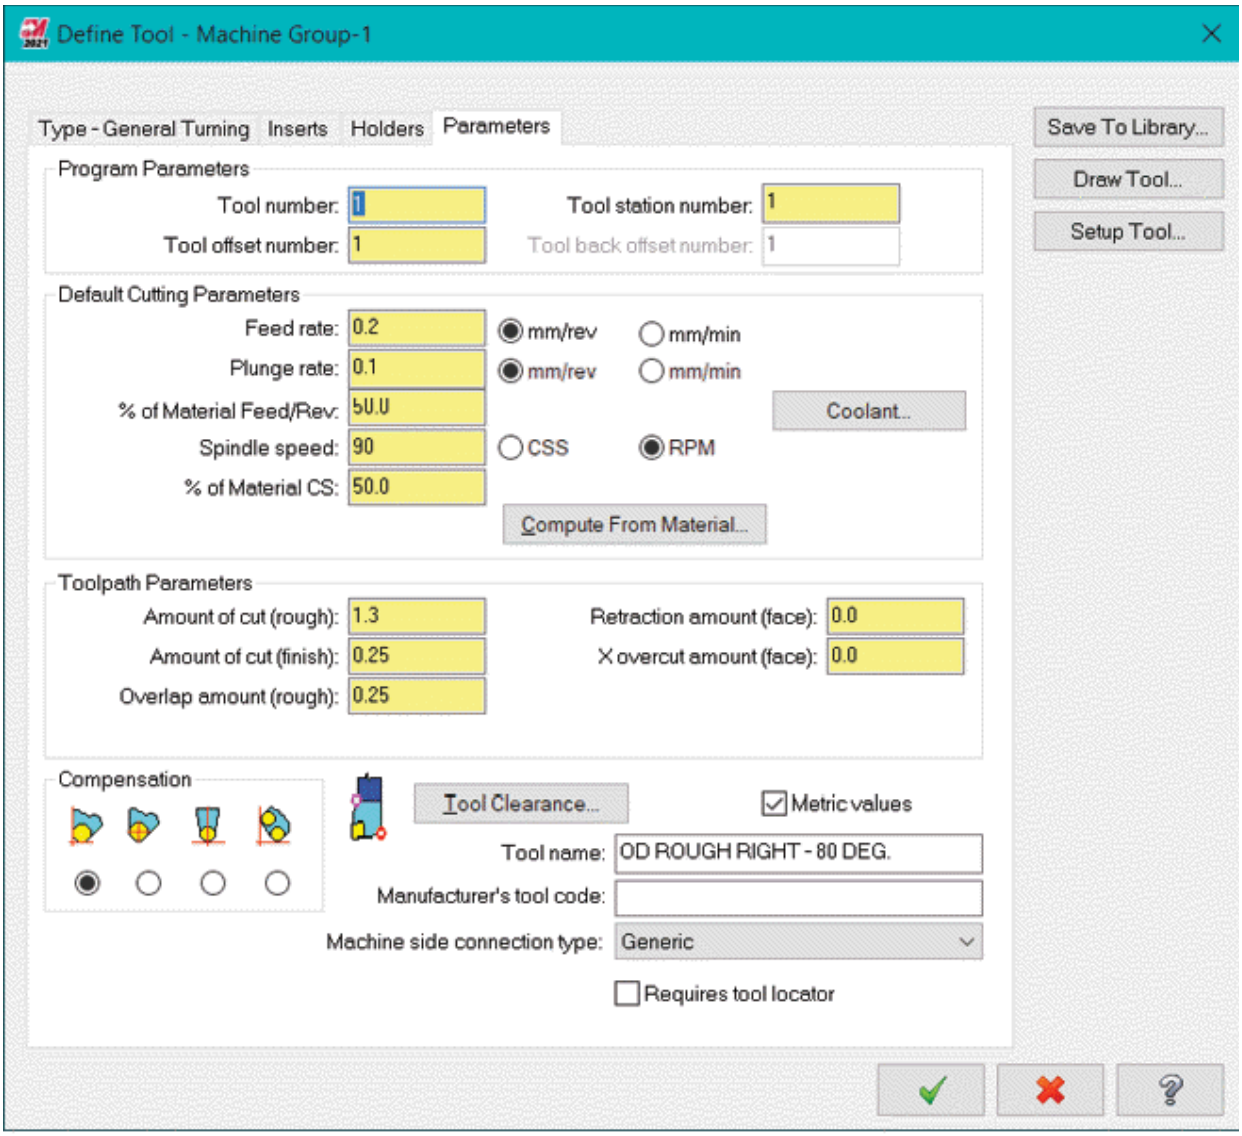

Figure-32. Define Tool dialog box with tool parameters
- Click on the **Parameters** tab to specify the cutting parameters of the tool. The **Define Tool** dialog box will be displayed as shown in Figure-32.